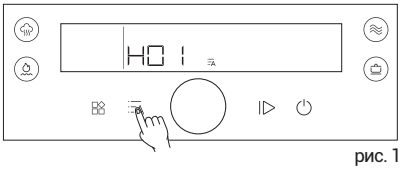
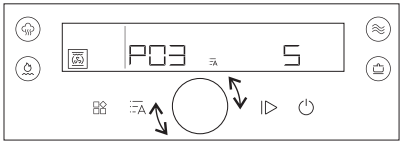

рис. 1
рис. 2
2. Нажмите FA чтобы войти в меню рецептов (рис. 1) поверните поворотный регулятор, чтобы выбрать желаемый рецепт (см. "**Рецепты**") (рис. 2).